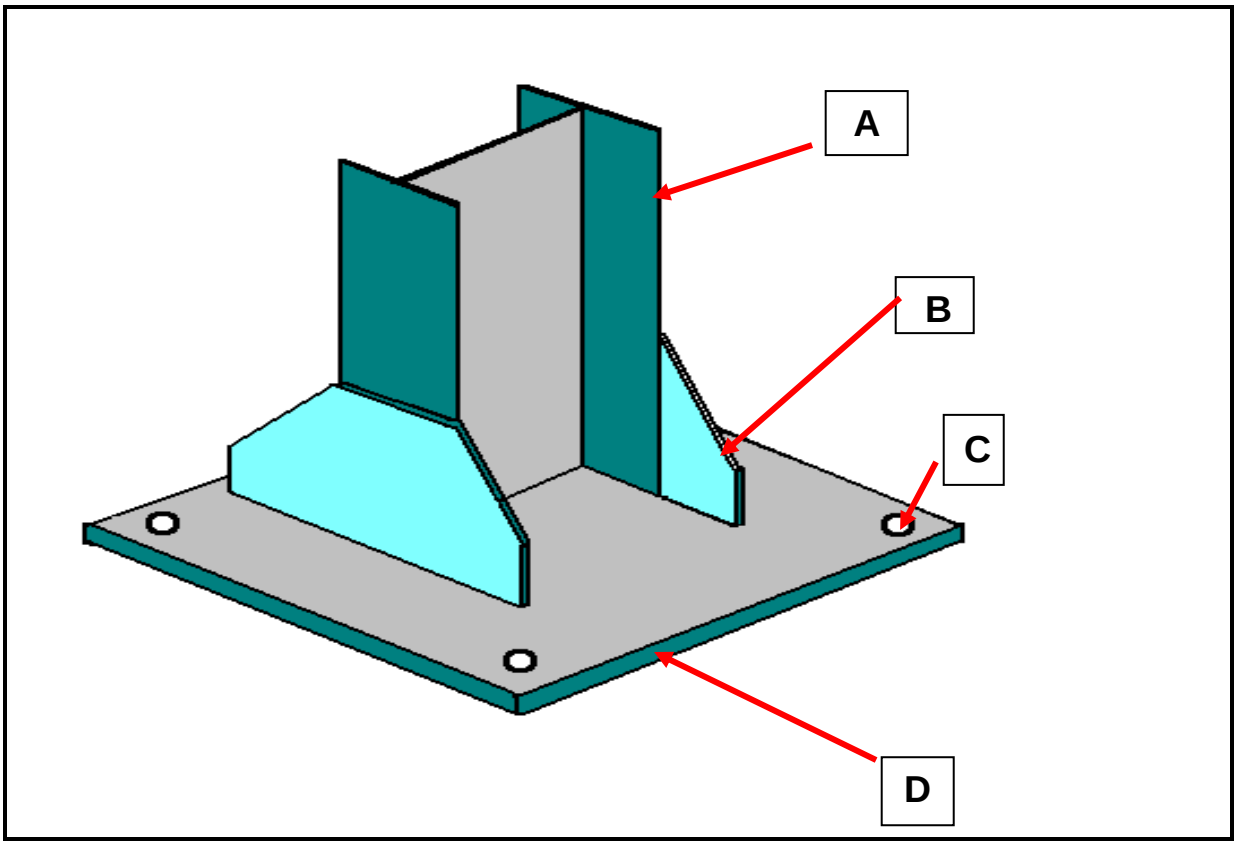

FIGURE 3
3.5 3.5.1 Name the labelled parts in the sketch in FIGURE 3 on ADDENDUM C (attached) by writing only the answer next to the letter (A–D) in the ANSWER BOOK. (4)
3.5.2 State the name of the structure in FIGURE 3 on ADDENDUM C (attached). (1)